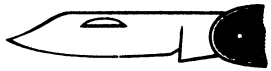

Рис. 166
58. Зачем в основании лезвия перочинного ножа делают небольшую канавку (рис. 166)? В рисунке есть ошибка. Найдите ее.